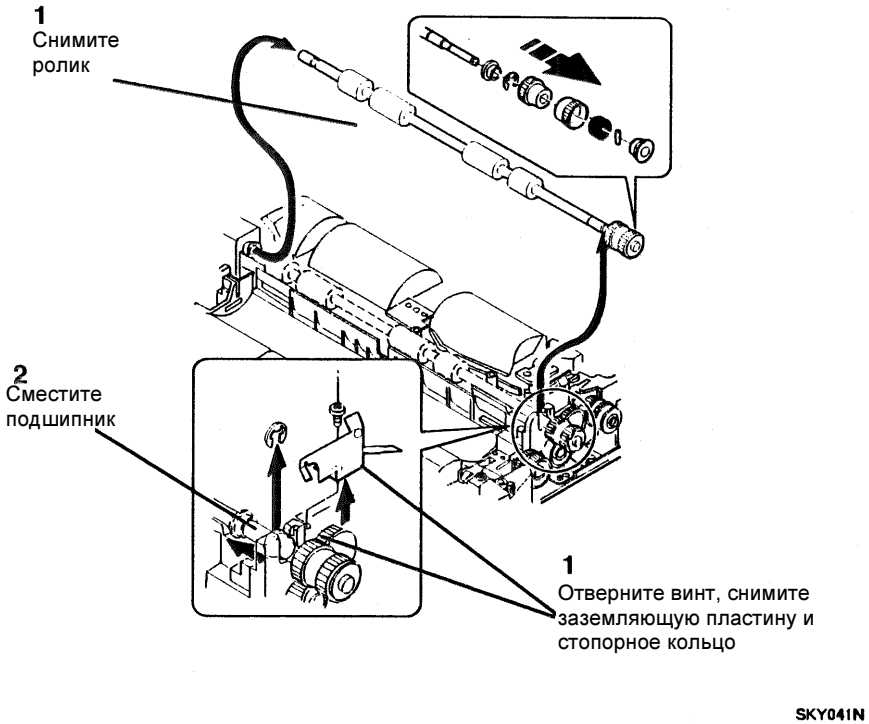

Рисунок 3. Снятие нижнего ролика регистрации
4. (Рисунок 3): Снимите нижний ролик регистрации